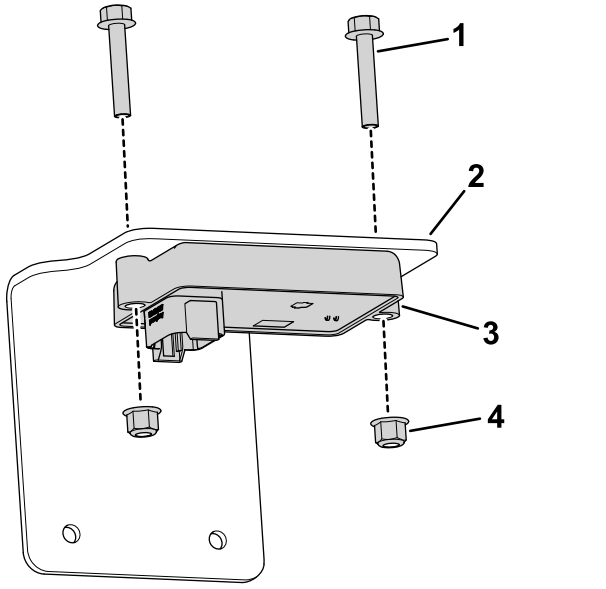

Figuur 9
12. Gebruik 2 bouten (M6 x 35 mm) en 2 flensmoeren (M6) om de hellingsensor aan de bevestiging voor de hellingsensor te bevestigen (Figuur 9).